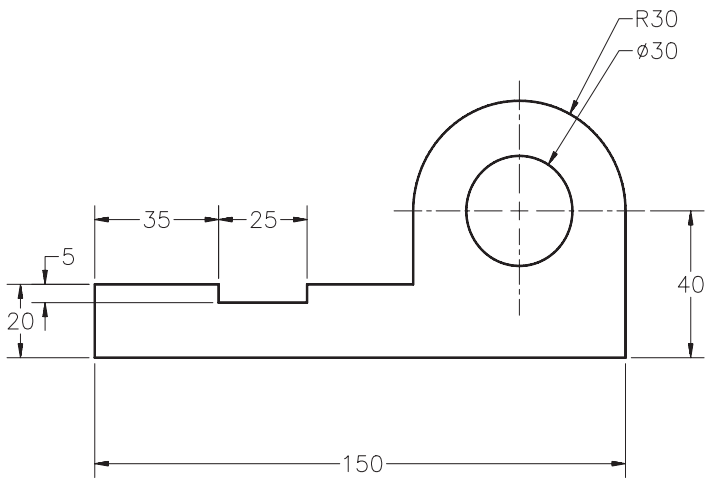

***Figure 19-40*** *Sketch for Tutorial 1*
In this tutorial, you will open the sketch created in Tutorial 3 of Chapter 2, add dimensions to the sketch, as shown in Figure 19-40, and extrude the sketch up to a depth of **50** mm. Then, you will add equations to the dimensions of the sketch. The dimension **150** will be the driving dimension. While adding equations, you can change the vertical dimensions **20** and **40** to **25** and **50**, respectively, for the convenience of calculation. (**Expected time: 30 min**)
2. Add relations and dimensions to fully define the sketch, refer to Figure 19-40.